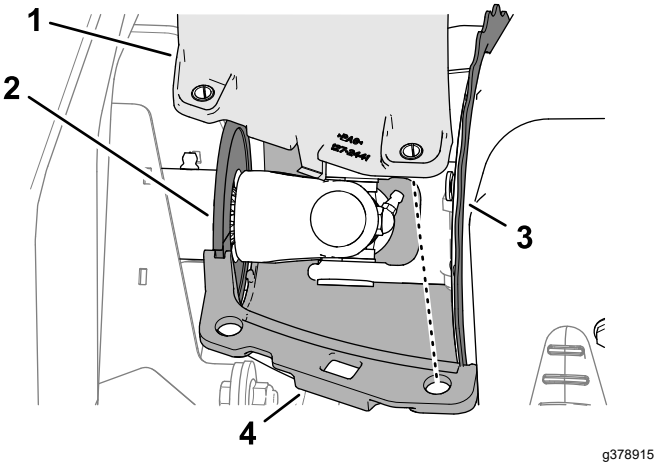

Figuur 67
1. Breng de groeven in het bovenste en onderste koelscherm van de generator in een lijn met de pakking van de aandrijfasborstel en de flens van de kap van de generator (Figuur 67).